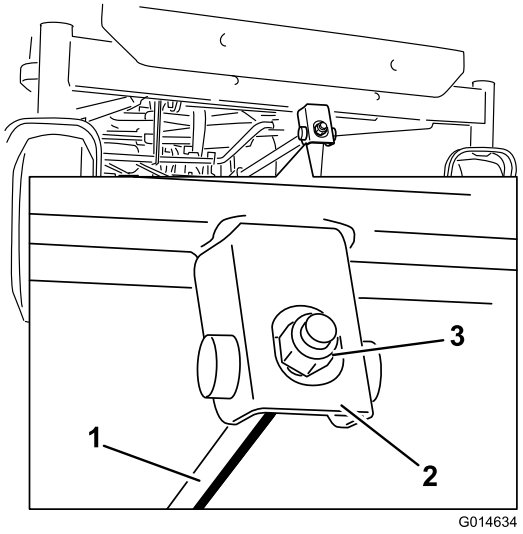

**Figur 62**
6. Rotere justeringsmutteren foran på gressklipperen (Figur 62) for å justere knivens helling på langs.